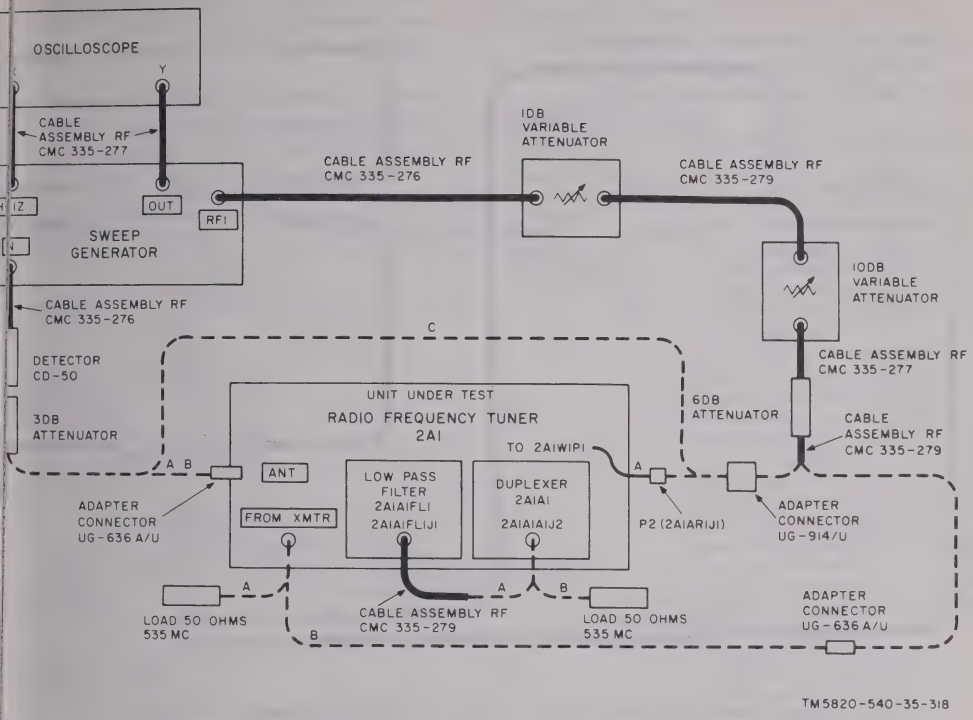

Figure 4-135. Duplexer 2A1A1, receive and transmit-path test set-up.
b. Defective impedance matching network 2A1A1Z1.	*b.* If indication above is abnormal disconnect 2A1A1Z1 from duplexer cavity 2A1A1A1Z4 (fig. 3-16). Refer to figure 4-135; connect the 3-db attenuator to the Z4 duplexer cavity using rf cable assembly CMC 217-800013. Repeat para *b*(1) (*b*) through (*e*). Disconnect cables from 3-db attenuator and J2 (2A1A1A1). Connect the cable from the 6-db attenuator to the 3-db attenuator and repeat para *b*(1)(*g*). If the insertion loss is not more than 1.5 db, replace 2A1A1Z1 (para 4-98).